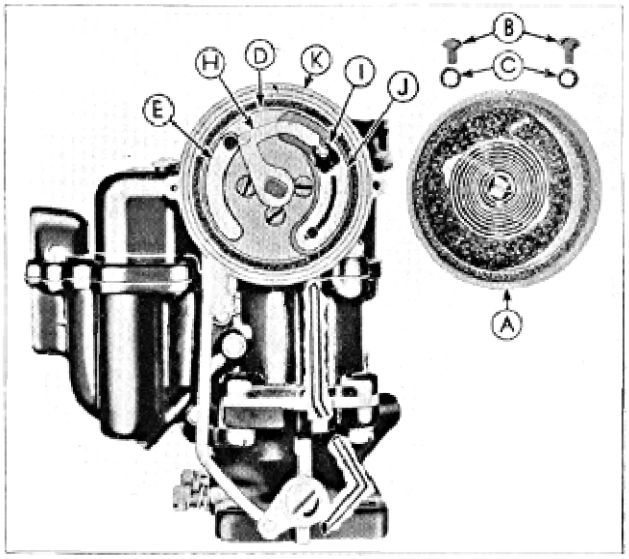

Figure 6
The climatic control is an integral part of the carburetor and consists primarily of two major assemblies: the thermostatic coil spring and the piston plate housing assembly. The thermostatic coil spring assembly (A) consists of cover, insulators and spring (Figure 6).